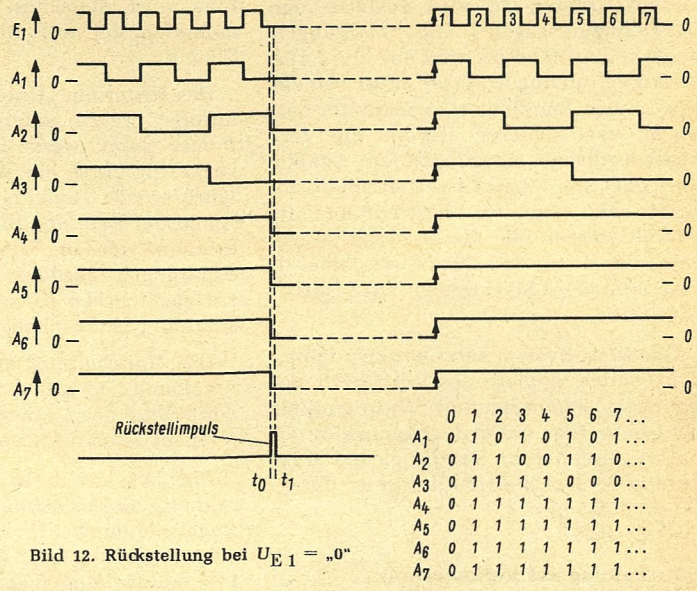

Bild 12. Rückstellung bei U_{E1} = „0"
1. U_{E1} = „0" (Bild 12)
In *Bild 12* sieht man ein Beispiel, bei dem die Rückstellung erfolgte, als E_1 im „0"-Zustand war. Alle Ausgänge, die unmittelbar vor dem Rückstellimpuls die Lage „1" hatten, kippen in die Lage „0" und behalten diese Lage nach dem Rückstellimpuls bei. Der nächste Eingangsimpuls an E_1 kippt alle Ausgänge in die Lage „1", was einer Vorbereitungslage des Zählers *(Preset)* entspricht. Erst der zweite Impuls wird gezählt. In der *Wahrheitstabelle* von Bild 12 sind diese Zustände zu sehen. Man sieht, daß der Zähler $(n-1)$ zählt.